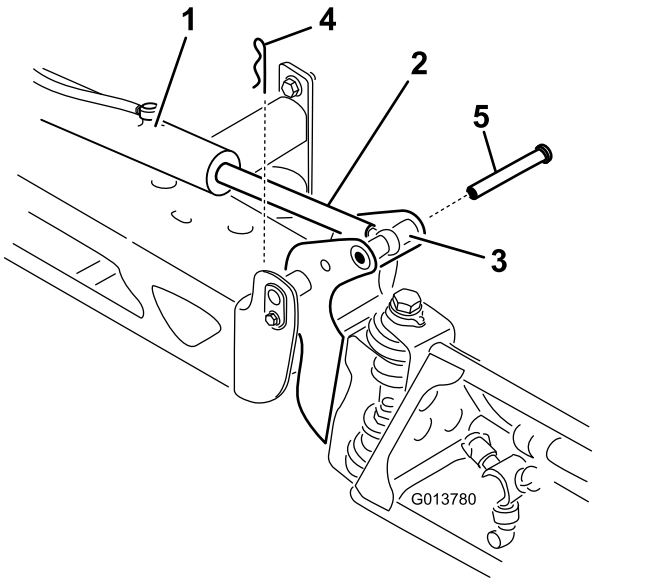

Figur 111
2. Ta bort saxpinnen från svängtappen (Figur 111).
3. Höj sprutrampen, ta bort tappen (Figur 111) och sänk därefter långsamt sprutrampen till marken.
9. Håll i sprutrampen och för in sprinten genom både svängleden och stångänden (Figur 111).